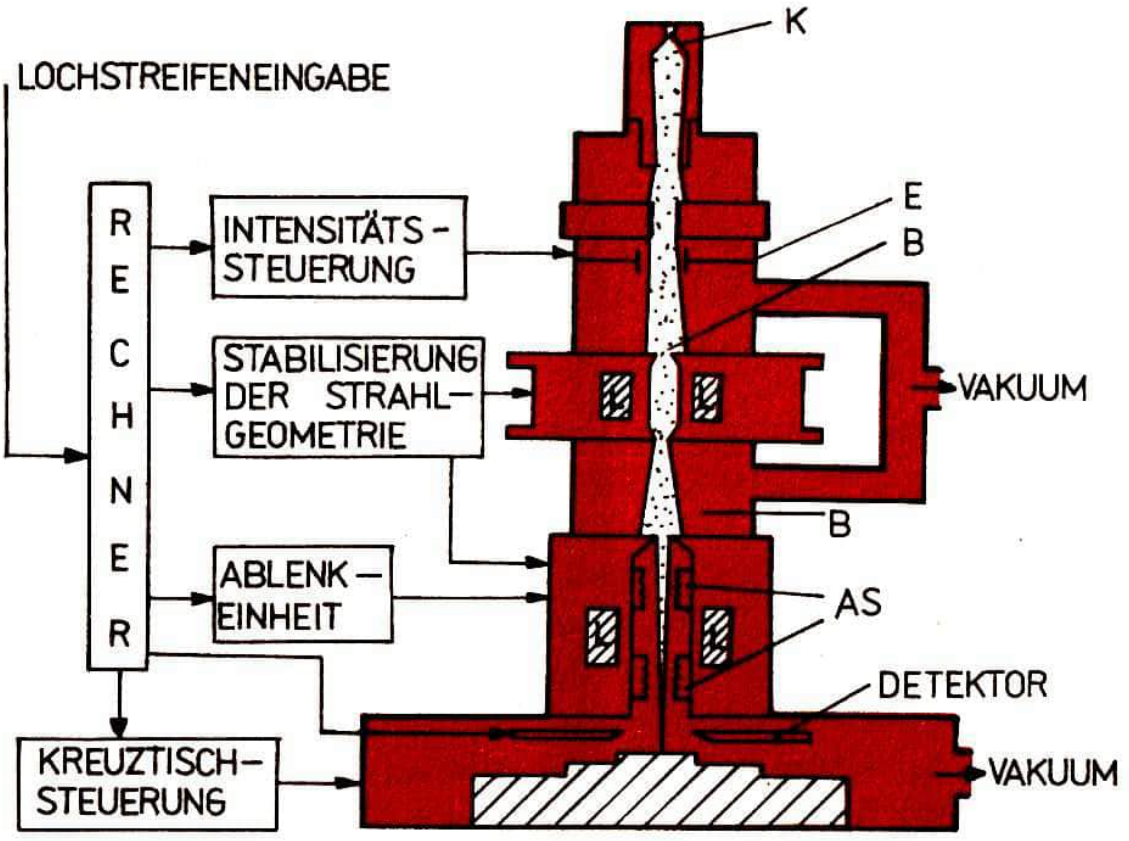

Abb. 1
Das Gerät zur Erzeugung der Oberflächenstrukturen mittels Elektronenstrahl ist im Aufbau ähnlich dem Elektronenmikroskop. Im Kopfteil des Gerätes befindet sich eine Kathode (K) zur Erzeugung des Elektronenstrahles. Darunter ist eine Elektrode (E) zum schnellen Austasten des Strahles und zur Regulierung der Strahlintensität. (Abb. 1)